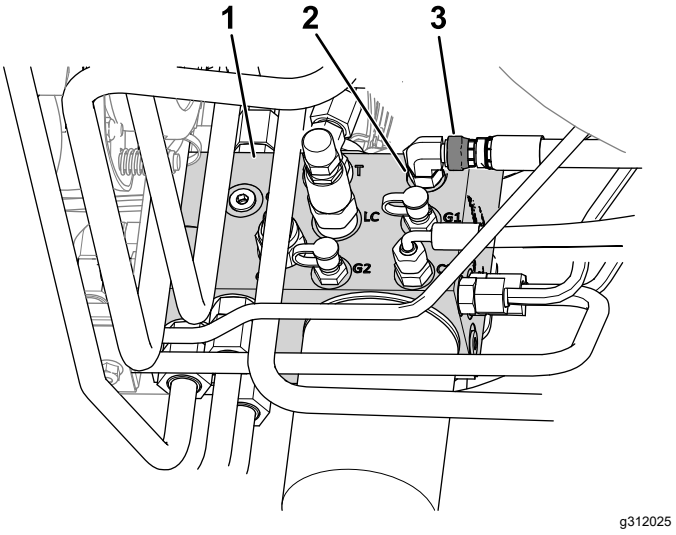

Figur 9
B. Løsn slangens omløbermøtrik, der er tilsluttet port C1 på hydraulikmanifolden (Figur 9).
E. Tilspænd slangens omløbermøtrik på port C1 (Figur 9) med et moment på 41 Nm.